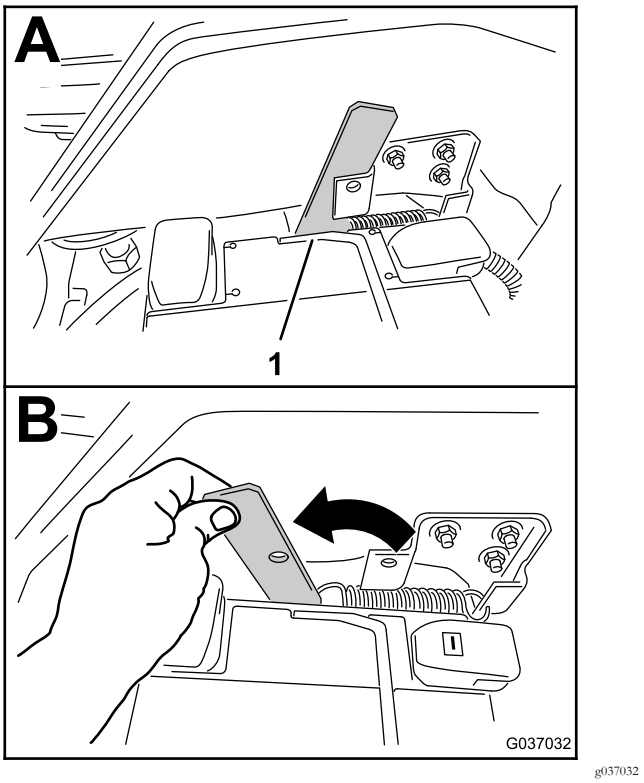

Bild 3
3. Bewegen Sie den Griff nach vorne, um die Plattform vom Chassis der Maschine zu entriegeln (Bild 3).